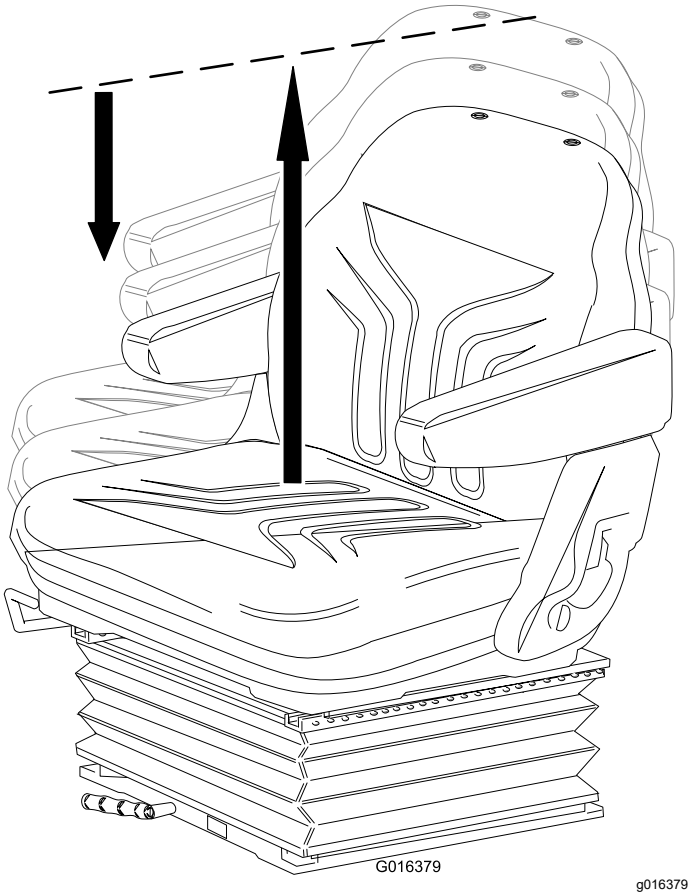

Rysunek 24
- Ręcznie podnoś fotel, aby stopniowo dostosować wysokość (Rysunek 24).